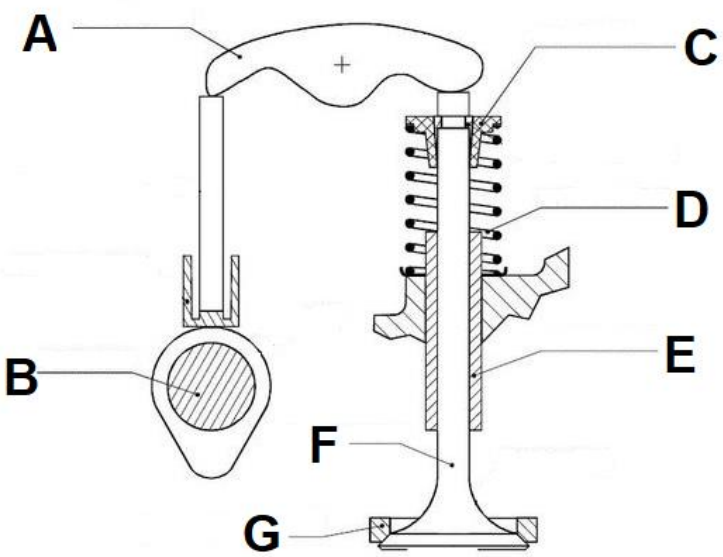

FIGUUR 1 1
2.2 FIGUUR 1 hier onder toon die onderdele van 'n binnebrandenjin.